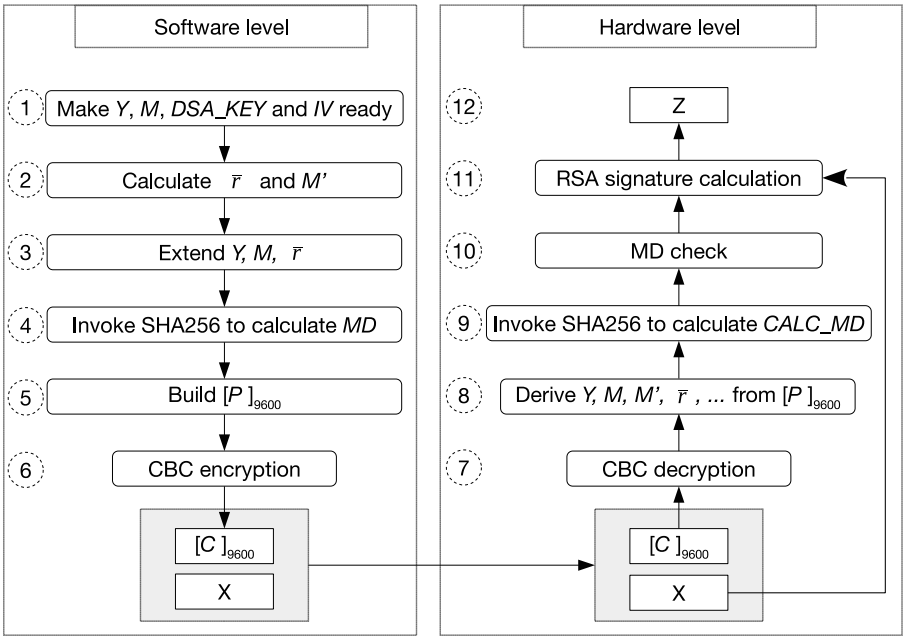

Figure 24.3-1. Software Preparations and Hardware Working Process
If you want to use the RSA_DS peripheral, the software needs a series of preparations, as shown in Figure 24.3-1. The left side lists preparations required by the software before the hardware starts the RSA signature calculation, while the right side lists the hardware workflow during the entire calculation procedure.
1. The software preparation (left side in Figure 24.3-1) is a one-time operation before any signature is calculated, while the hardware calculation (right side in Figure 24.3-1) repeats for every signature calculation.
Users need to follow the steps shown in the left part of Figure 24.3-1 to calculate C. Detailed instructions are as follows:
1. **Decryption: Step 7 and 8 in Figure 24.3-1**
The decryption process is the inverse of Step 6 in Figure 24.3-1. The RSA_DS peripheral will call the AES accelerator to decrypt C in CBC block mode and get the resulting plaintext. The decryption process can be represented by P = AES-CBC-DEC (C, RSA_DS_KEY, IV), where IV (i.e., $[IV]_{128}$) is defined by the user. $[RSA\_DS\_KEY]_{256}$ is provided by the HMAC module, derived from $HMAC\_KEY$ stored in eFuse. $[RSA\_DS\_KEY]_{256}$, as well as $[HMAC\_KEY]_{256}$ are not readable by users. For more information, please refer to Chapter 21 *HMAC Accelerator (HMAC)*.
2. **Check: Step 9 and 10 in Figure 24.3-1**
The RSA_DS peripheral will perform two checks: MD check and padding check. The padding check is not shown in Figure 24.3-1, as it happens at the same time as the MD check.
3. **Calculation: Step 11 and 12 in Figure 24.3-1**